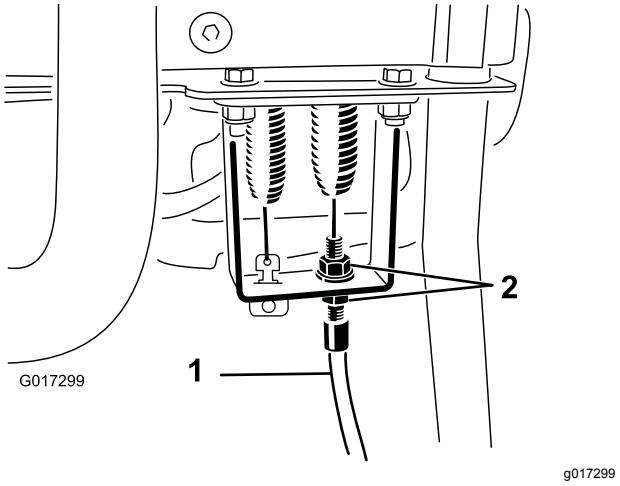

**Rysunek 52**
4. Przy przegrodzie uchwytu sterowania, poluzuj linkę sterującą wirnikiem aż do pojawienia się luzu w lince (Rysunek 52).